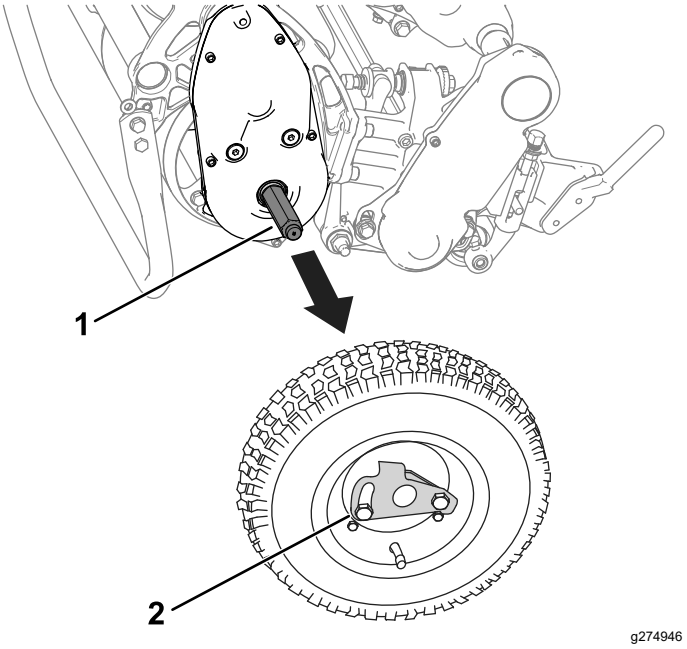

Figuur 20
3. Verwijder de transportwielen door de sluitklemmen van het wiel uit de assen te duwen (Figuur 20).